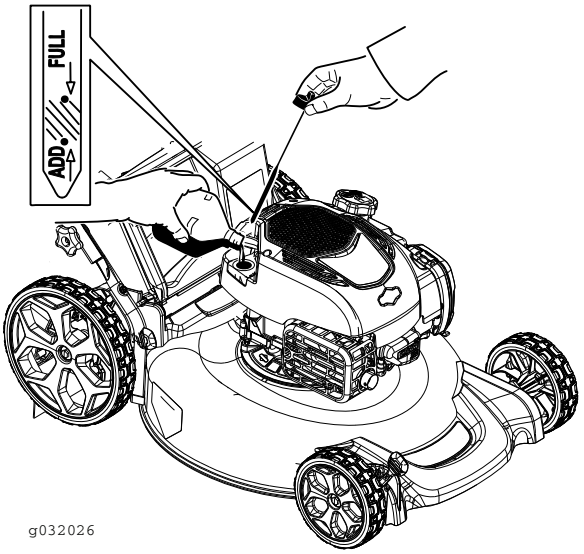

Figur 27
12. Ta ut peilestaven, og kontroller oljenivået på peilestaven (Figur 27).